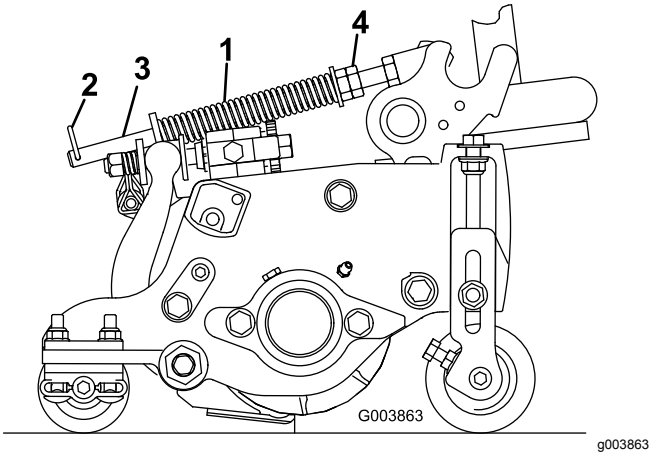

Figura 15
A mola de compensação de relva transfere peso do cilindro dianteiro para o cilindro traseiro (Figura 15). Isto ajuda a reduzir o efeito ondulado na relva, também conhecido como ondulação ou “bobbing”.
1. Certifique-se de que o contrapino do gancho está instalado no orifício traseiro na haste da mola (Figura 15).
2. Aperte as porcas sextavadas na extremidade dianteira da haste da mola até que o comprimento comprimido da mola seja 12,7 cm nas unidades de corte de 12,7 cm, ou 15,9 cm nas unidades de corte de 17,8 cm (Figura 15).